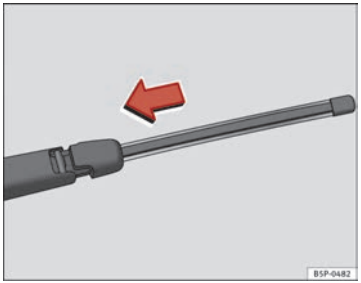

Fig. 173 Fitting the rear window wiper blade
– Place the blade as shown in the ⇒ Fig. 173 and slide the adapter along until it engages.